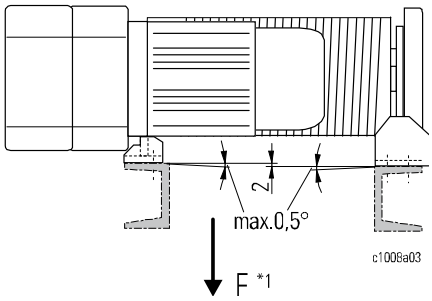

Рис. 6.
- Следите за тем, чтобы не возникали перекосы из-за неровностей и т.п. (Рис. 6., макс. 0,5°, макс. 2 мм).